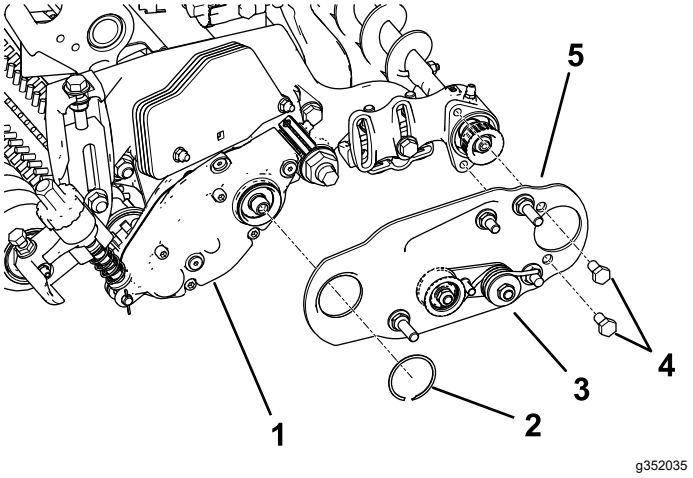

Figur 12
3. Monter hengselplaten på venstre eller høyre valsebørste (Figur 12).
Merk: Påse at lederullenheten er montert nederst som vist i Figur 12.
4. Påfør blått gjengeforseglingsmiddel til de to boltene (5/16 x ½"), og bruk dem til å montere børsteplaten til valsebørstelagerhuset (Figur 12).
5. Fest børsteplaten til valsebørstehuset med låseringen (Figur 12).